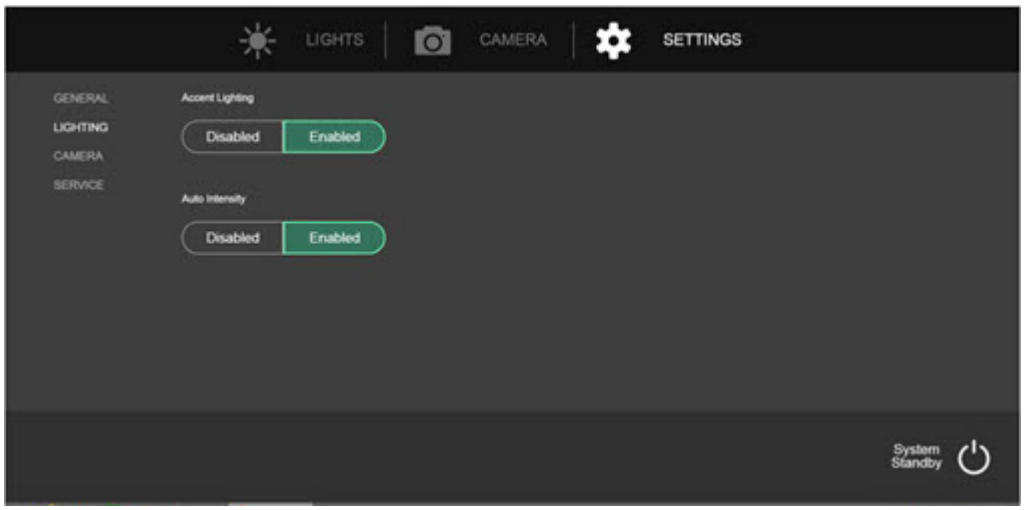

Figure 6-41. Accent Lighting
1. Press Settings button on IWC. See *Figure 6-41*.